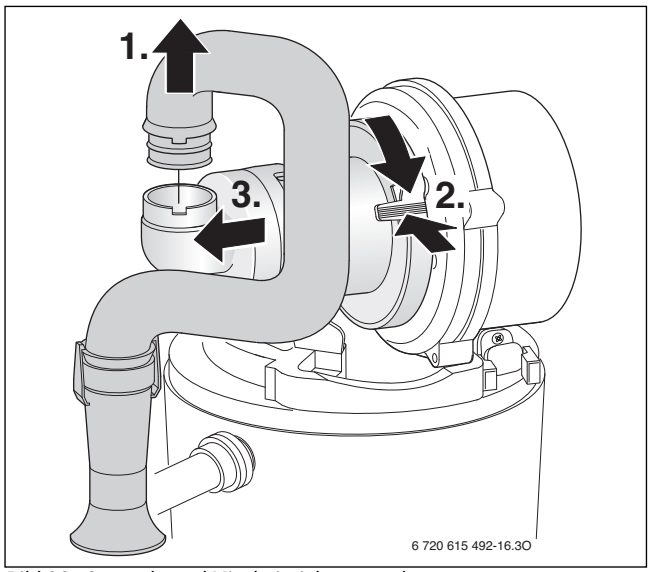

Bild 68 Saugrohr und Mischeinrichtung ausbauen
▶ Mischeinrichtung nach Bild 68 ausbauen.